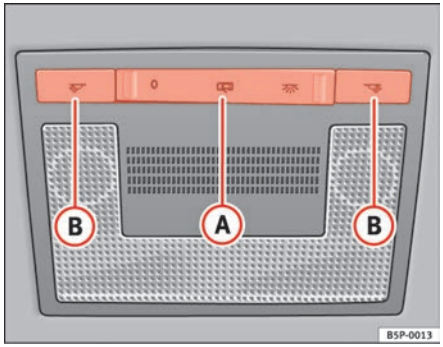

Fig. 79 Interior roof trim: front interior lights
The switch (A) ⇒ fig. 79 is used to select the following positions:
Push the switch to position O ⇒ page 118, fig. 79.